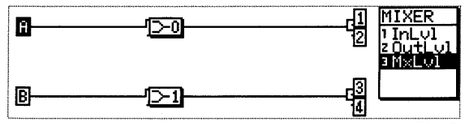

Fig.9
1. While pressing SHIFT key down, press FUNC3 key to call "MIXER" (mixer editor). Press "△ "key several times to go to the top level of hierarchy and then press FUNC3. (See Fig.9. P6)
1．SHIFT キーを押しながら FUNC３キーを押してミキサーエディタを呼び出し，△キーで一番上の階層へ行き，FUNC３キーを押す。(Fig.9.P6)